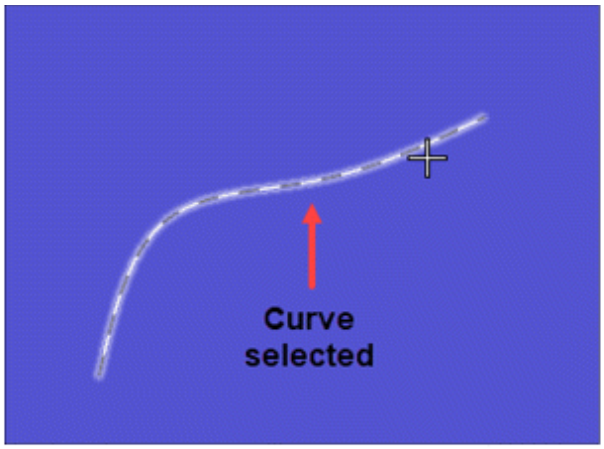
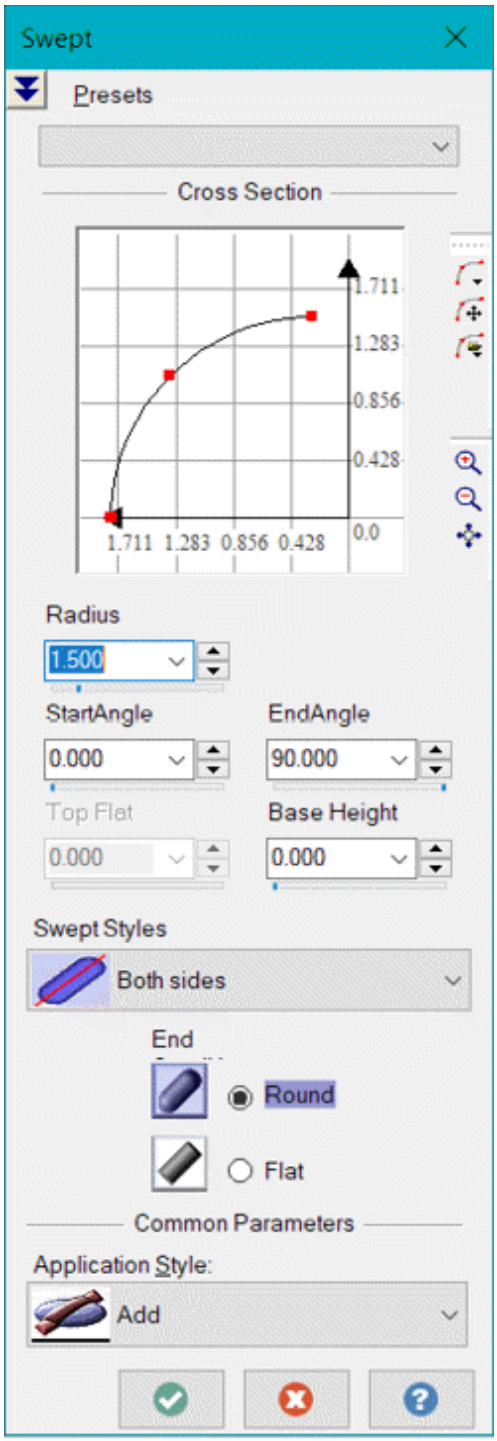

Figure-28. Curve selected for Swept feature
Figure-29. Swept dialog box
- Select the wireframe curve(s) as discussed earlier; refer to Figure-28 and click on the **OK** button from the dialog box. The **Swept** dialog box will be displayed; refer to Figure-29.